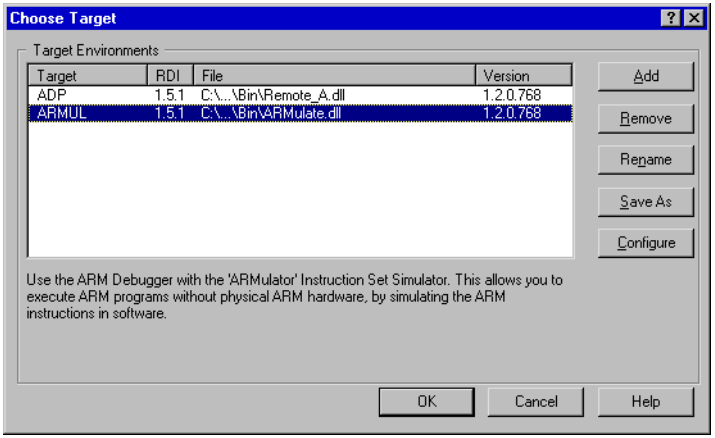

**Figure 2-1 Selecting a target**
1. Select **Configure Target...** from the AXD **Options** menu. You are prompted to choose a target, in a dialog similar to that shown in Figure 2-1.
4. Select **Configure Target...** from the **Options** menu. You are prompted to choose a target, in a dialog similar to that shown in Figure 2-1 on page 2-6.
2. Select **Configure Target...** from the **Options** menu in AXD. You are prompted to choose a target, in a dialog similar to that shown in Figure 2-1 on page 2-6.